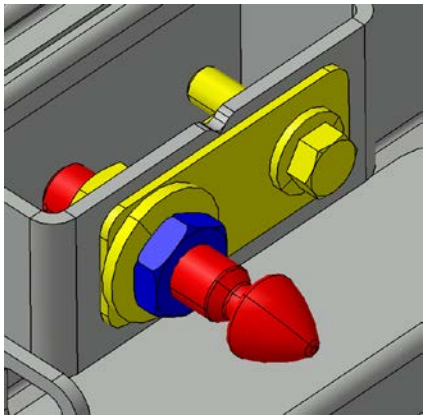

FIGURE 119:
15. Utiliser la goupille d'alignement/verrouillage pour ajuster le niveau de la surface de la porte avec le panneau d'acier adjacent. Visser ou dévisser la goupille au besoin et serrer ensuite le contre-écrou (Figure 119:).